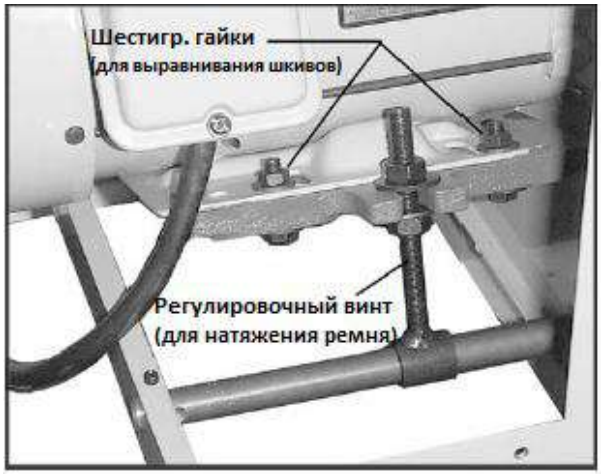

Рис. 12
2. Ослабьте нижнюю гайку на регулировочном винте электродвигателя (см. Рис. 12) с помощью 17 мм гаечного ключа.
5. Затяните нижнюю гайку на регулировочном винте (см. Рис. 12).
2. Если линейка неплотно прилегает к обоим торцам, откройте заднюю панель и ослабьте четыре шестигранные гайки на плите электродвигателя (Рис. 12) с помощью 12 мм гаечного ключа.